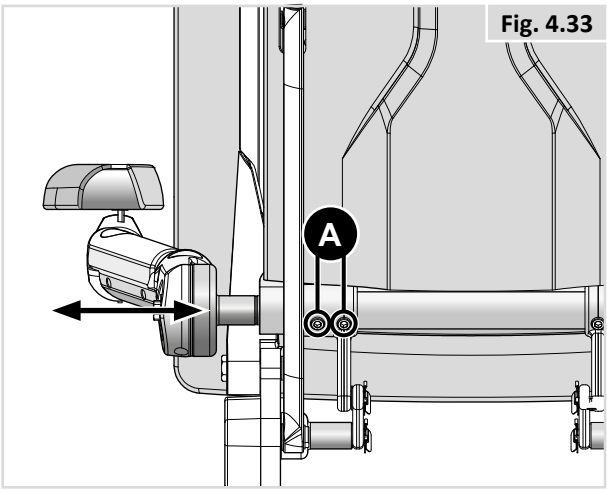

Fig. 4.33
- Dévissez les deux vis (clé hexagonale de 5 mm) situées sur le rail, comme illustré à la Fig. 4.33 - A.